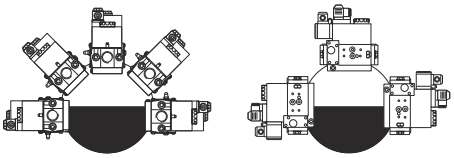

Fig. 10
3. Montare il MultiBloc fra le flange filettate (Fig. 10)